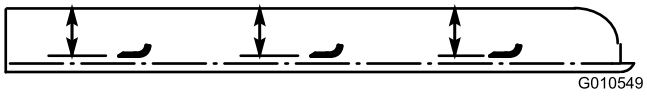

Figuur 23
4. Draai het mes totdat de uiteinden in de lengterichting liggen. Meet de afstand vanaf de binnenkant van het maaidek tot de voorste snijrand van het mes (Figuur 23) en onthoud deze afstand.